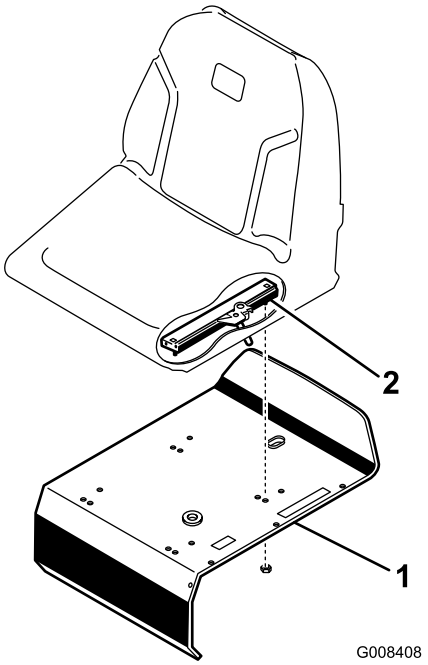

Figur 3
3. Säkra sätesskenorna på sätesstödet med låsmuttrarna (5/16 tum) (Figur 3) som medföljer bland de lösa delarna.